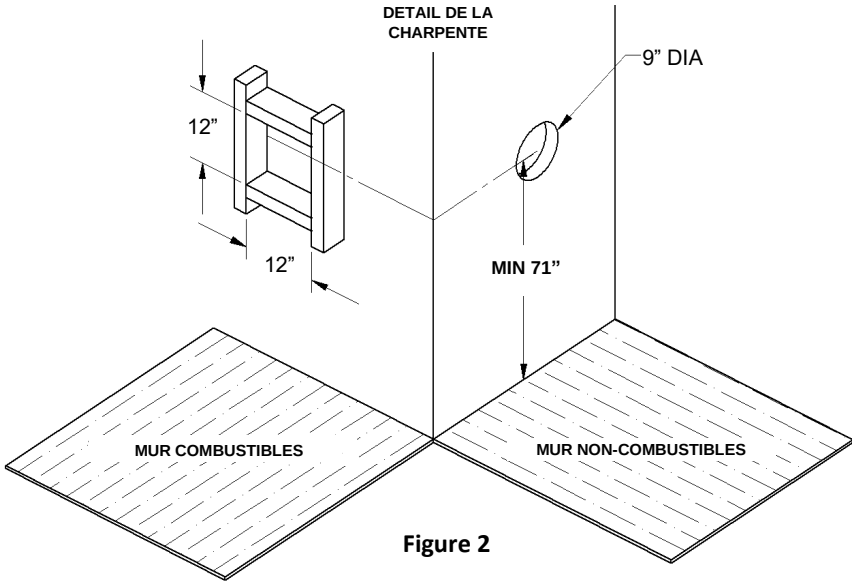

Figure 2
1. Pour déterminer la distance minimale entre le plancher du foyer et le centre de l'évent voir la page Comment encastrer votre foyer. Percez le mur en prévoyant un espace pour un manchon de 12po px12po (diamètre intérieur) pour les murs combustibles et un manchon de 9po de diamètre pour les murs non combustibles. (voir figure 2)